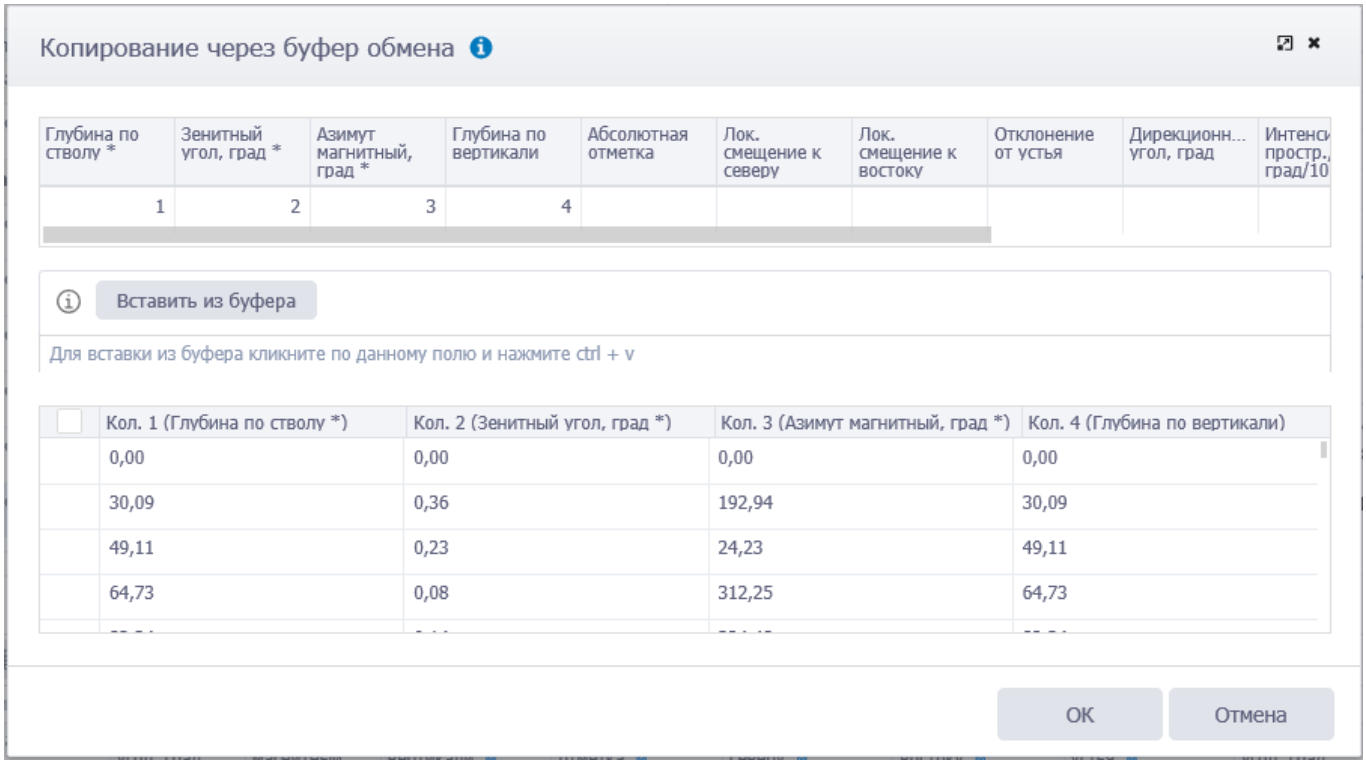

Рис. 3.197
**Примечание.** Если требуется предварительно отредактировать скопированные данные, нажмите на кнопку (Вставить из буфера) на панели инструментов вкладки, откроется окно «Копировать через буфер обмена». Скопируйте данные, затем в окне «Копировать через буфер обмена» нажмите на клавиатуре Ctrl+v в специальном поле. Далее необходмо отредактировать соответствие колонок в таблице и в файле Excel, а также с помощью флагов установить, какие строки скопировать (рис. 3.197). После нажатия кнопки ОК данные будут скопированы.